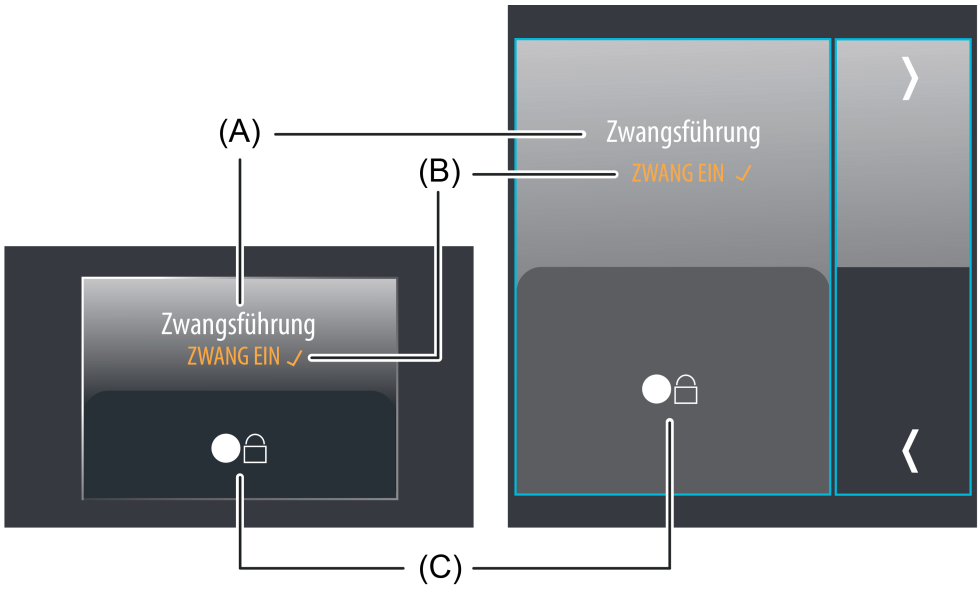

Bild 42: Beispiel für Bedien- und Anzeigeelement der KNX Funktion "Zwangsführung"
Der Anzeigebereich enthält verschiedene Darstellungselemente (Bild 42), die durch Parameter beeinflusst werden. Jeder KNX Funktion kann in der Konfigurationssoftware eine Bezeichnung vergeben werden (A). Diese Text-Bezeichnung wird im Anzeigeelement zentriert zur Anzeige gebracht, wodurch steuerbare KNX Funktionen für den Anwender kenntlich gemacht werden (z. B. "Zwangsführung"). Zusätzlich wird unterhalb der Bezeichnung ein Statustext (B) eingeblendet, der abhängig von den Objektwerten den jeweils gewählten Schaltzustand (im Normalbetrieb oder durch Zwangsführung) im Klartext anzeigt. Der angezeigte Text kann separat für jeden Zustand in der Konfigurationssoftware parametriert werden (z. B. "ZWANG EIN"). Solange nach einem Gerätereset noch kein Objektwert vorgegeben oder empfangen wurde, zeigt der Statustext "---" an.